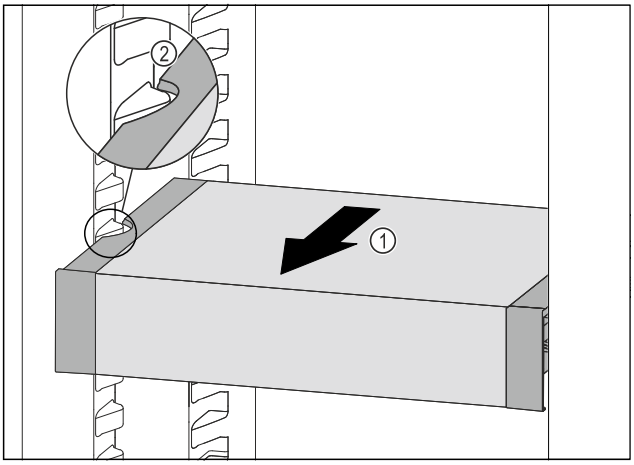

Fig. 174
▶ Trageți în față VarioSafe *Fig. 174 (1)*, până când degajările laterale ale VarioSafe se află la înălțimea nervurii recipientului din frigider. *Fig. 174 (2)*